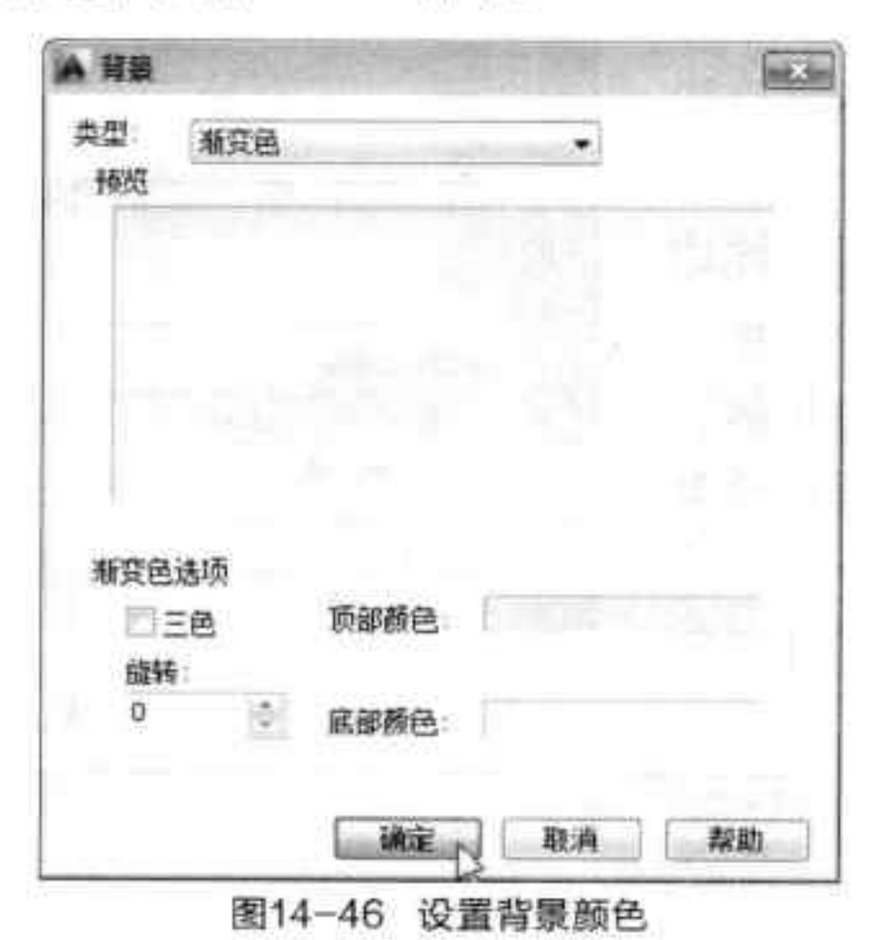

图14-46 设置背景颜色
Step 03 打开“背景”对话框，根据需要设置渐变颜色，如图 14-46 所示。